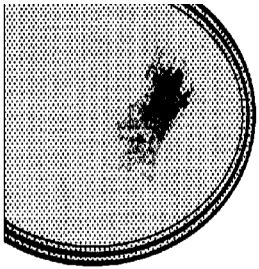

Рисунок 5.
- После некоторого периода работы могут появиться царапины и темные пятна (рисунок 5), из-за неправильной чистки